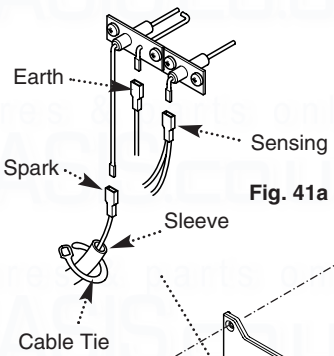

Fig. 41a
7. Disconnect the leads from the centre and right hand terminals (earth and flame sensing probe). The spark electrode lead is permanently fixed to the electrode. Undo the re-usable cable tie and pull down the sleeving to expose the joint in the electrode lead. Disconnect the lead (Fig. 41a).